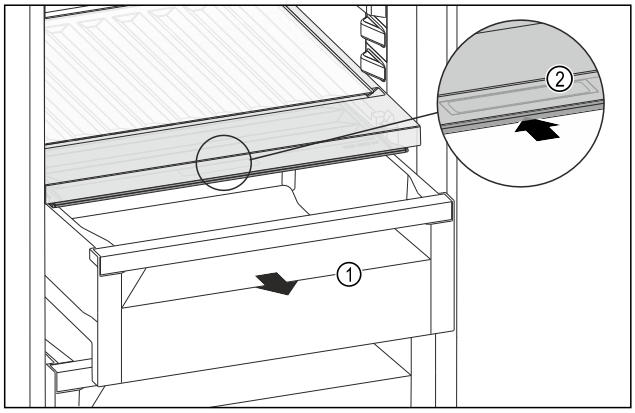

Fig. 193
▶ Retirer le tiroir *Fig. 193 (1)*.
▶ Saisir la poignée encastrée *Fig. 193 (2)* du couvercle du compartiment et pousser le couvercle du compartiment vers l'arrière.